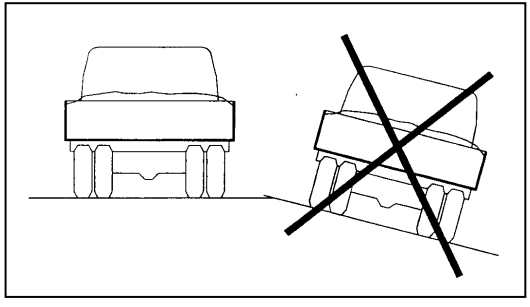

Fig.21
- Asegurarse de que el terreno sea sólido, sobre todo para el eje trasero y que el vehículo esté en posición horizontal (fig. 21).